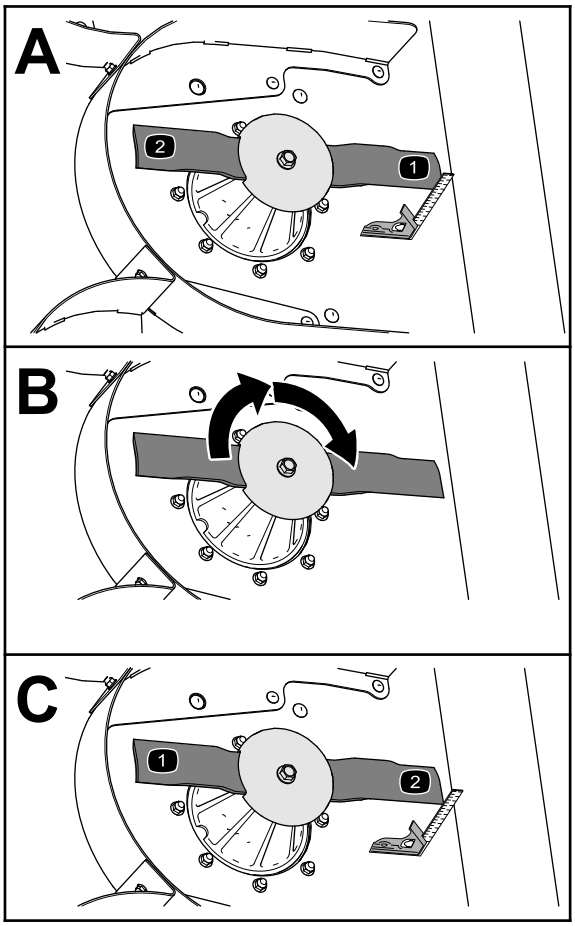

Figur 66
3. Bruk en kombinasjonsvinkel til å måle avstanden mellom det rene området på klippeenheten og spissen av klippekanten (Figur 66).
4. Roter kniven 180º (Figur 66).
5. Mål avstanden mellom det rene området på klippeenheten og spissen av klippekanten (Figur 66).